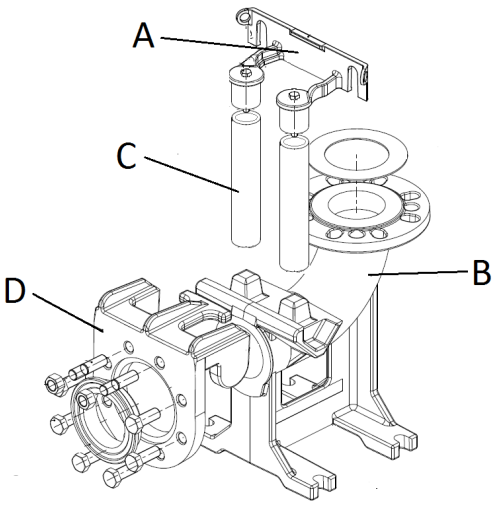

Afb. 5
- Bevestig de verankeringsbeugel van de geleideslangen (afb.5 - pos. A) aan de rand van het bekken.
- Plaats de steunpoot op de bodem van de put voor de automatische aankoppeling (afb. 5 - pos. B) en controleer met een peillood of de conische uitsteeksels voor aankoppeling van de geleideslangen perfect haaks zijn op de overeenkomende uitsteeksels van de verankeringsbeugel aan de rand van het bekken. Controleer ook de vlakheid ervan met behulp van een waterpas.
- Merk de positie van de uitsparingen in de steunpoot, en stel vervolgens de exacte lengte van de geleideslangen vast (afb. 5 - pos. C).
- Monteer de speciale sledeflens (afb. 5 - pos. D) en geleider op de toevoeropening van de pomp en bevestig de kabel of ketting aan de handgreep of uitsparing aan de bovenkant van het pomphuis.